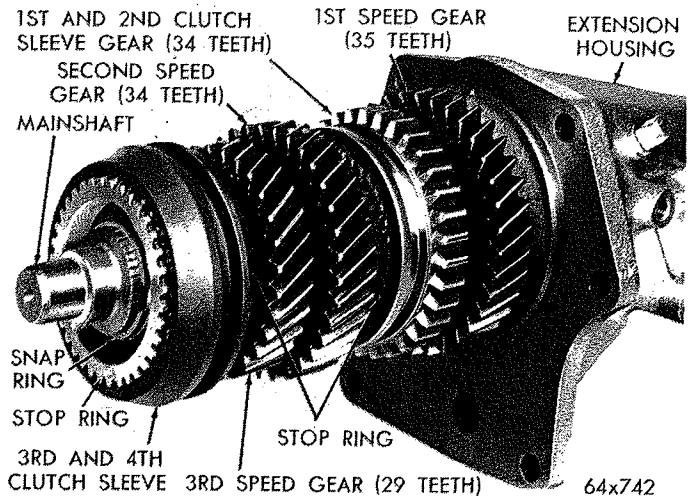

***Fig. 11—Mainshaft Gear Identification***
(4) Refer to Fig. 11 for location of various gears, synchronizer sleeves and clutches before disassembling the mainshaft.